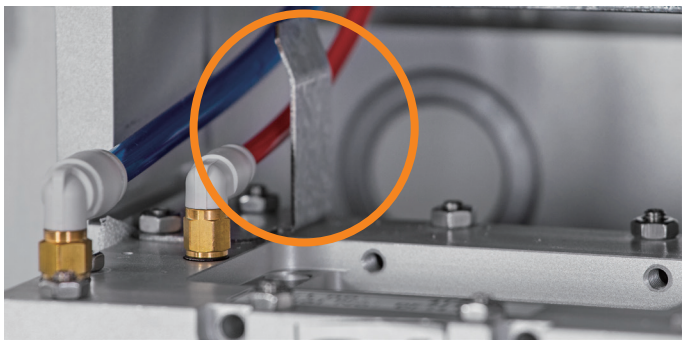

图 65. 确保气管位于突出显示的支架的左侧。
e. 将气管连接至所需模式的正压模块。拉拽这些管路，确保它们正确固定，且软管位于支架左侧，如图 65 所示。